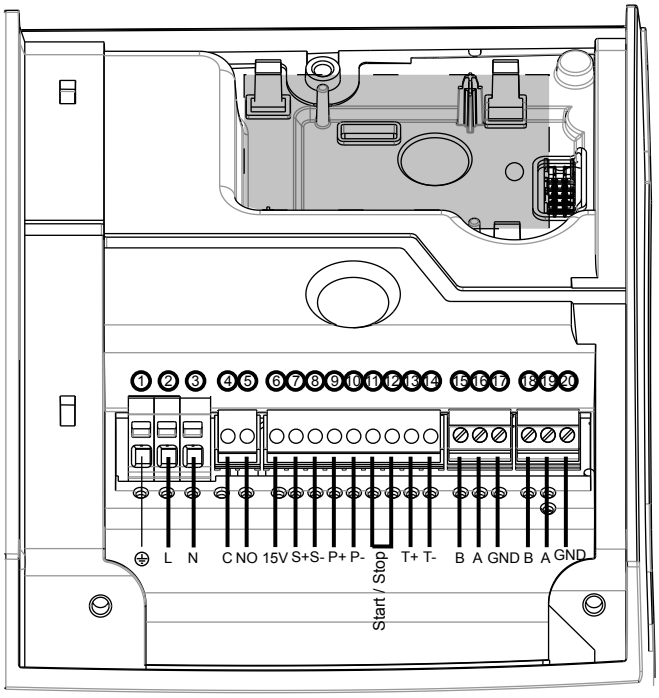

Figure 4: Connection diagram
The pump can be started or stopped via an external dry contact or a relay that is connected to terminals 11 and 12. The pump unit is provided by default, with the terminals 11 and 12 jumpered. See Figure 4 on page 8.
The pump integrates a 0-10 V analog input at terminals 7 and 8. See terminal diagram figures for changing the setpoint. See Figure 4 on page 8.
A dry contact relay is provided at terminals 4 and 5. See connection diagram, figure 4 on page 8, for location. If there is a fault, the relay contact closes to display a red status light and the error code on the user interface display. See *User interface* (page 8). The relay contact closure can also be used to energize a remote fault display.
2. Connect wires at terminals 9 and 10. See Figure 4 on page 8.
5. Select the right sensor model and confirm the selection using the parameter button (3). See *User interface* (page 8).
7. The setpoint can be changed using the settings button (5). See *User interface* (page 8).